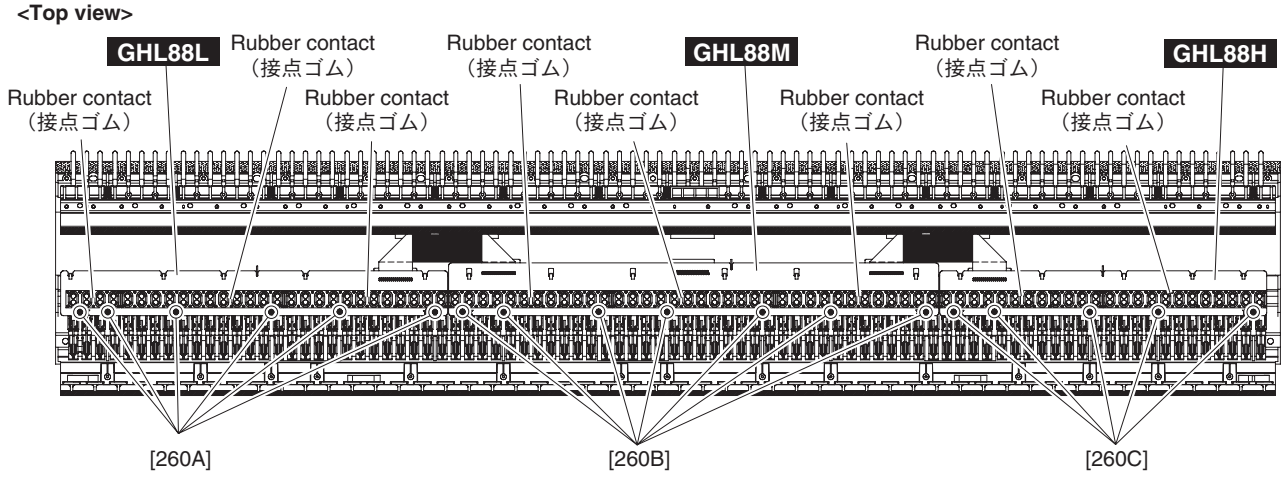

Fig. C-4（図 C-4）
(Fig. C-4, Fig. C-5)
（図 C-4、図 C-5）
Remove the six (6) screws marked [260A]. The GHL88L circuit board can then be removed. (Fig. C-4)
Remove the seven (7) screws marked [260B]. The GHL88M circuit board can then be removed. (Fig. C-4)
Remove the five (5) screws marked [260C]. The GHL88H circuit board can then be removed. (Fig. C-4)
［260A］のネジ 6 本を外して、GHL88L シートを外します。（図 C-4）
［260B］のネジ 7 本を外して、GHL88M シートを外します。（図 C-4）
［260C］のネジ 5 本を外して、GHL88H シートを外します。（図 C-4）
Tighten the six (6) screws marked [260A] to fix the GHL88L circuit boards. (Fig. C-4)
Tighten the seven (7) screws marked [260B] to fix the GHL88M circuit board. (Fig. C-4)
GHL88L シートを取り付け、［260A］のネジ 6 本で固定します。（図 C-4）
GHL88M シートを取り付け、［260B］のネジ 7 本で固定します。（図 C-4）
Tighten the five (5) screws marked [260C] to fix the GHL88H circuit board. (Fig. C-4)
GHL88H シートを取り付け、［260C］のネジ 5 本で固定します。（図 C-4）